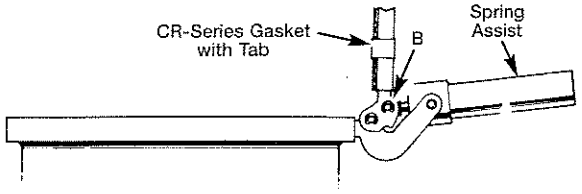

Figure 10: Manway Collar, Cover and Spring Assist
11. Position cross head (3) between cover hinge lugs so hole in cross head is aligned with upper holes in hinge lugs (Figure 10, location B) and corner of cross head with radius is on top.
12. Put washer (7) on end of hinge pin (1), and insert pin through holes in hinge lugs and cross head (3).
13. Put washer (7) and retaining ring (2) on open end of pin.
NOTE: If required by your installation, position gasket on underside of manway cover and form gasket tabs to hold gasket in position. Trim tab if necessary (see Figure 10).